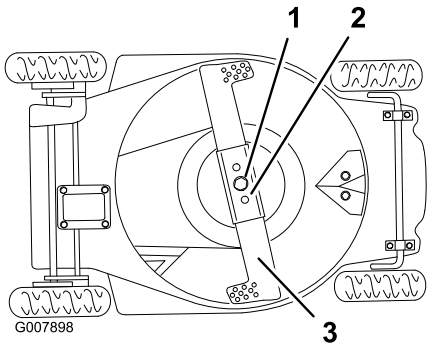

Figuur 33
2. Kantel de maaimachine op de **linker** zijde (Figuur 33).
2. Verwijder de mesbout, klemring, het mes en de mesversteviger (Figuur 33).